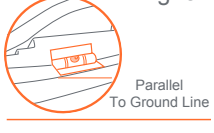

Fig. 51-3
- If the Seat Angle Indicator shows the level line parallel with the ground, the seat is installed at the proper level of recline for occupants greater than 22 lb. to 35 lb. (Fig 51-3).